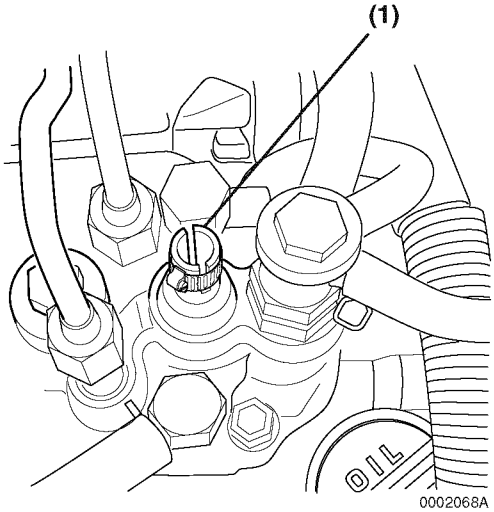
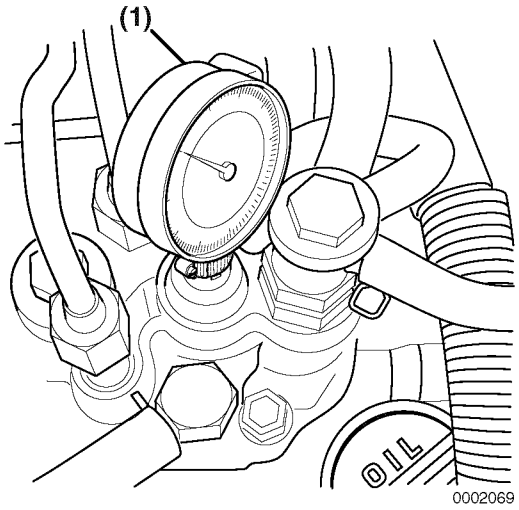

Figure 7-40
Figure 7-41
Note: Use the Yanmar part no. 158090-51831 M14 adapter for the MP2 fuel injection pumps (TNV82 - 88 model engines) or Yanmar part no. 158090-51841 for the M16 adapter used on the MP4 fuel injection pumps (TNV94 - 106 model engines) and Yanmar part no. 23000-013000 plunger adapter clamp **(Figure 7-40,** (1)).
5. Install a dial indicator **(Figure 7-41, (1))**, Mitutoyo No. 2050SB or equivalent, with a 30 mm extension, Yanmar part no. 158090-51870 or Mitutoyo No. 303613, into the adapter. Secure with the Yanmar part no. 23000-013000 plunger adapter clamp **(Figure 7-40,** (1)) at approximately the mid-point of its travel.